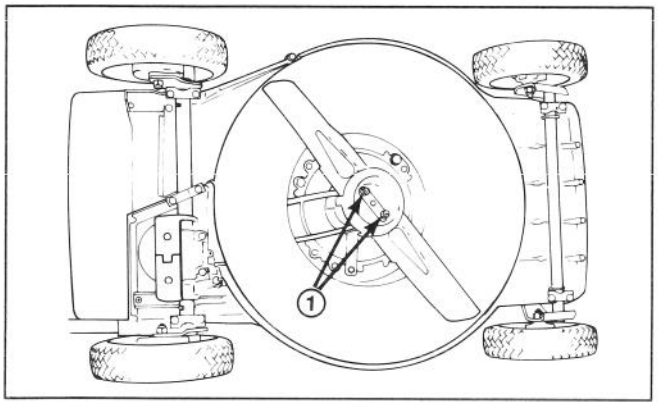

Figure 22
3. Tip mower on its left side (Fig. 22). Avoid rotating blade as starting problems may result.
5. REMOVING BLADE—Grasp end of blade using a rag or thickly padded glove. Remove (2) locknuts, (2) washers, anti-scalp cup, and blade (Fig. 22 & 24).